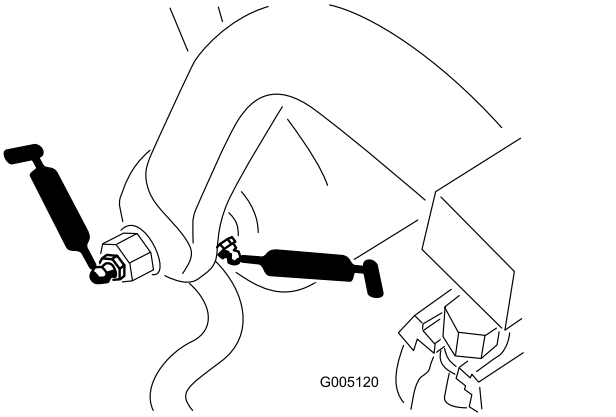

Figur 30
- Trekkrammeaksel og -valse (12) (Figur 30)